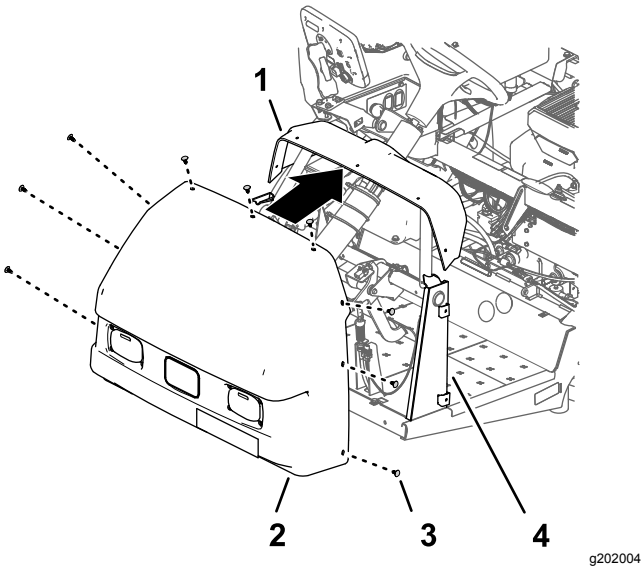

Figuur 214
1. Lijn de gaten in de motorkap uit met de gaten in het dashboard en het frame van de machine (Figuur 214).
2. Gebruik 9 druknagels om de motorkap aan het dashboard en het frame te bevestigen (Figuur 214).